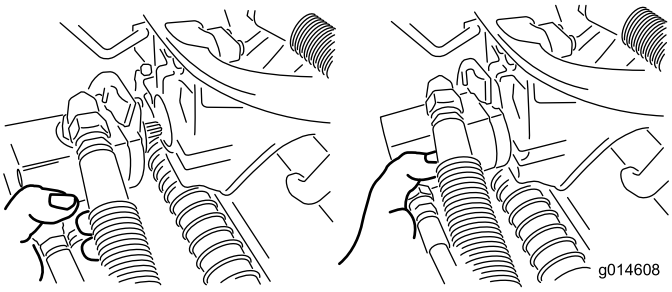

Figur 36
3. Flytt motoren til lagringsplassen foran på hjulopphengsarmen (Figur 36).